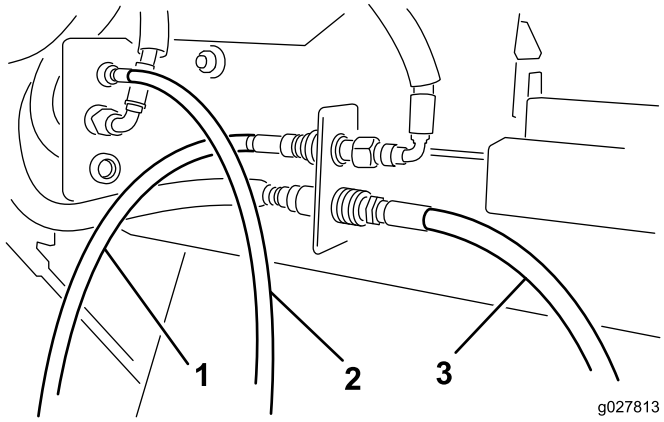

Figura 5
5. Collegate i giunti a disinnesto rapido del flessibile del motore idraulico ai giunti di Versa Vac, come illustrato nella Figura 5.